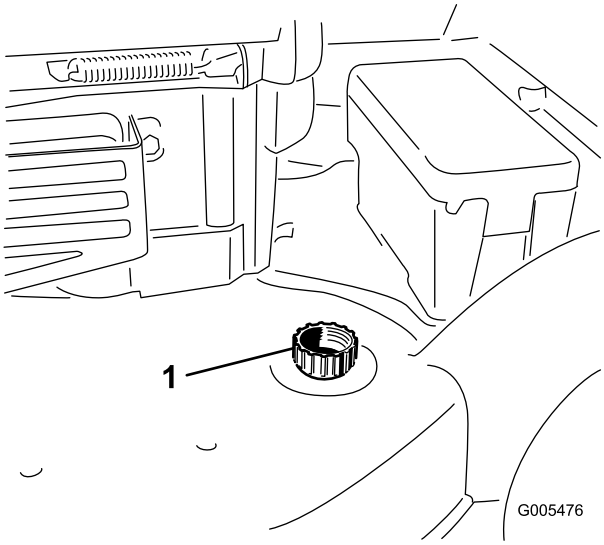

Figuur 41
3. Bevestig een tuinslang die aangesloten op een kraan, aan de wasaansluiting op de maaikast (Figuur 41).